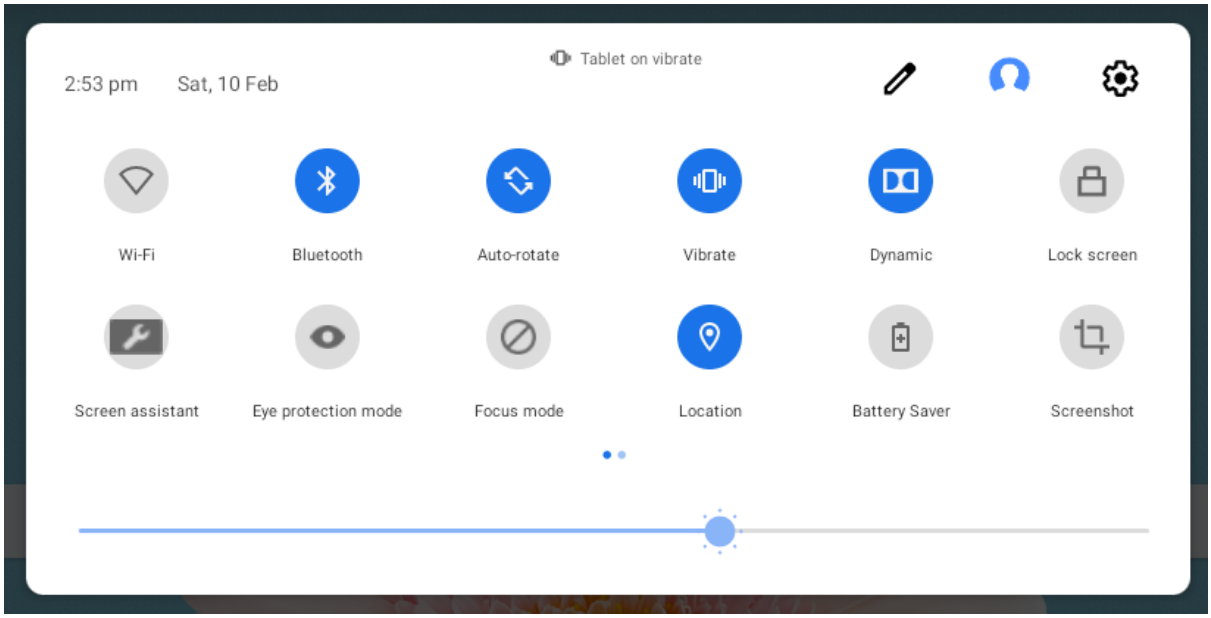

Figure 23. Notification panel on the tablet.
3. On the tablet, swipe down from the top of the screen to open the notification panel. The top left icon should be coloured blue and labelled “Tomline No Internet” – if so, this indicates that wi-fi communication has been established between the push-to and the tablet; move to step 4. If not, the appearance will be as figure 23; tap the icon to connect the tablet via wi-fi to the push-to. The icon will turn blue and display the label “Tomline No Internet”. Then move to step 4. NB: the wi-fi password is configured as default data **and must not be changed**.